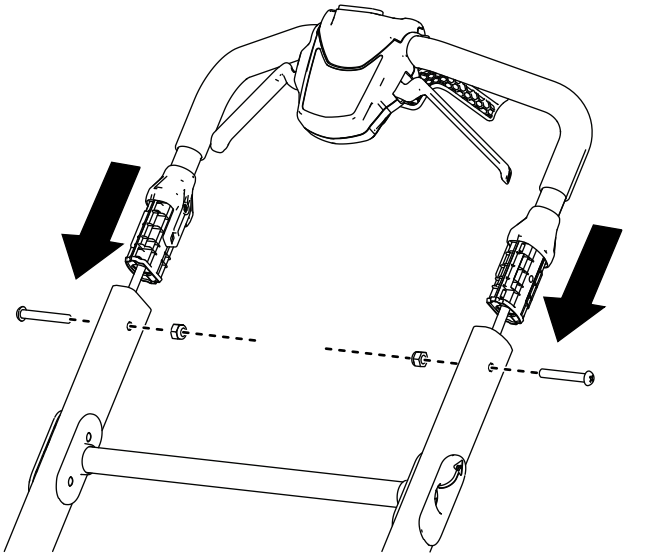

Figura 4
1. Montate il gruppo maniglia superiore alla maniglia inferiore e fissatelo utilizzando 2 bulloni e 2 dadi di bloccaggio come mostrato nella Figura 4.